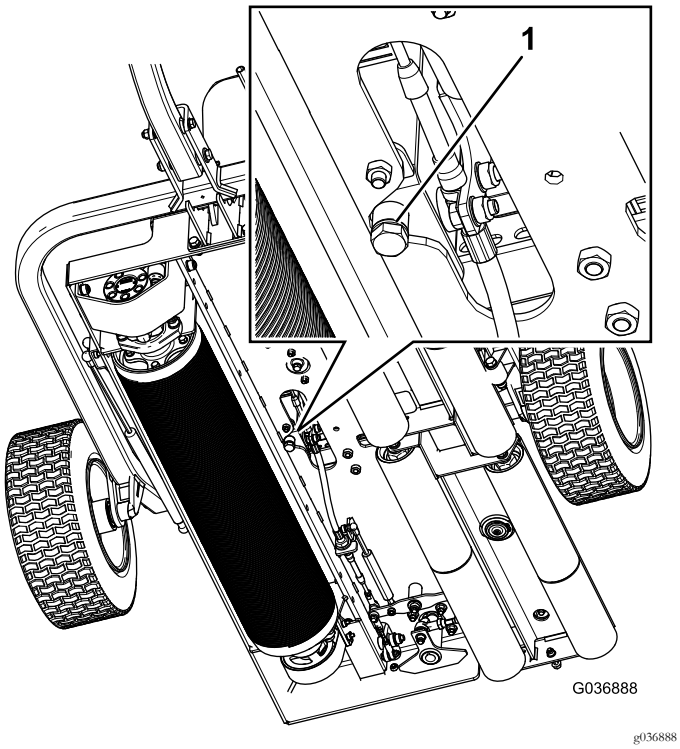

Figur 36
1. Plasser et tappefat under tappepluggen på den hydrauliske tanken (Figur 36).
2. Fjern tappepluggen fra bunnen av tanken (Figur 36).